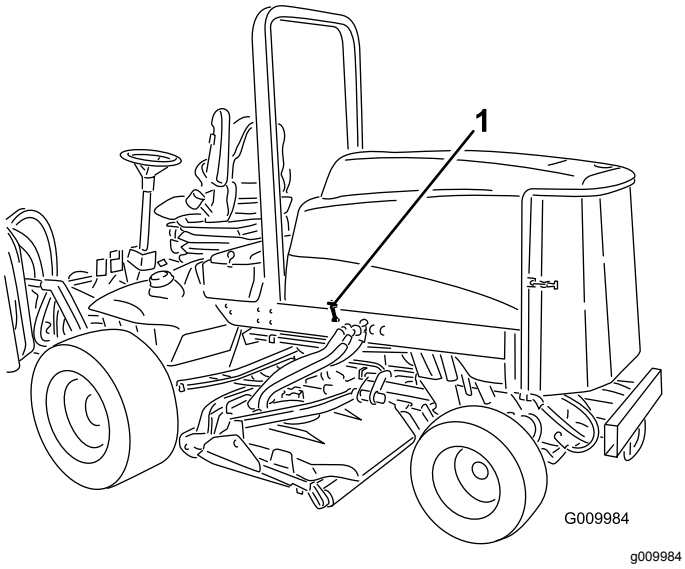

Rysunek 21
1. Zwolnij zatrzaski pokrywy silnika (Rysunek 21) i otwórz pokrywę.